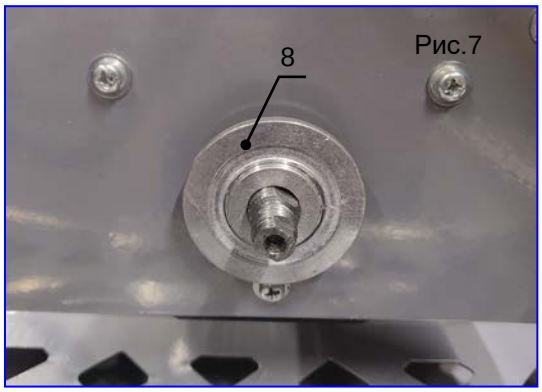

Рис.7
5. Выпуклая сторона внутреннего фланца (поз.8, рис.7) должна быть крепко прижата к шпинделю. Вставьте диск, убедившись в том, что диск плотно оделся на внутренний фланец. Наложите внешний фланец на диск, и затяните гайку с помощью гаечного ключа, поворачивая его против часовой стрелки.